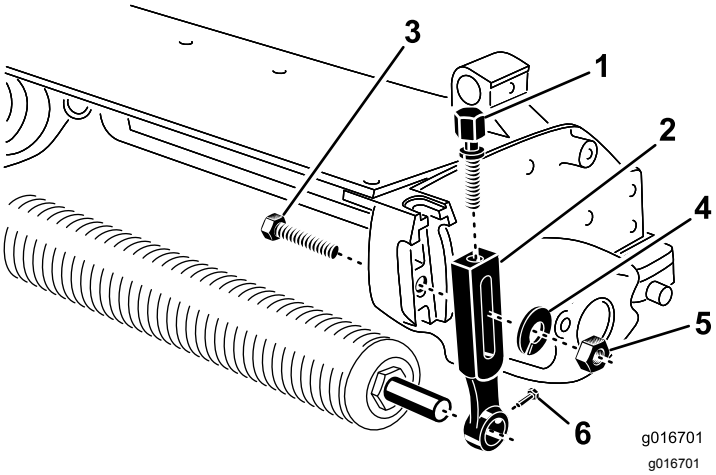

Figure 1
1. Retirez le boulon de charrue, la rondelle et l'écrou qui fixent un des bras de réglage de hauteur de coupe au panneau latéral de l'unité de coupe (Figure 1).
2. Desserrez les vis de fixation du rouleau dans les bras de réglage de hauteur de coupe (Figure 1).
3. Faites glisser le bras hors de l'arbre de rouleau (Figure 1).